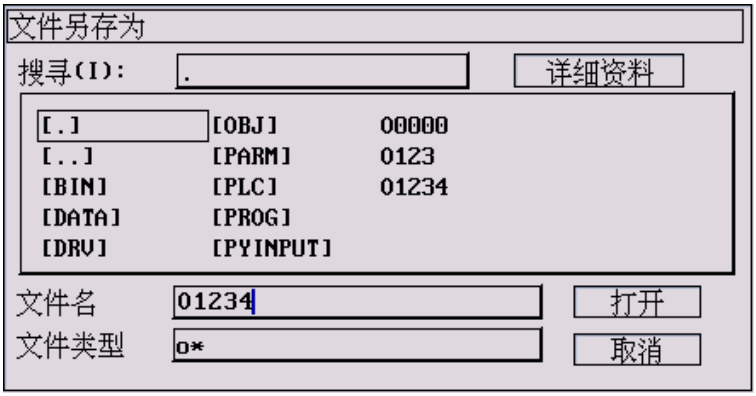

图 5.3.2 输入另存文件名
(1) 在编辑功能子菜单下（图 5.0.1）按 **F5** 键，弹出如图 5.3.2 所示对话框；